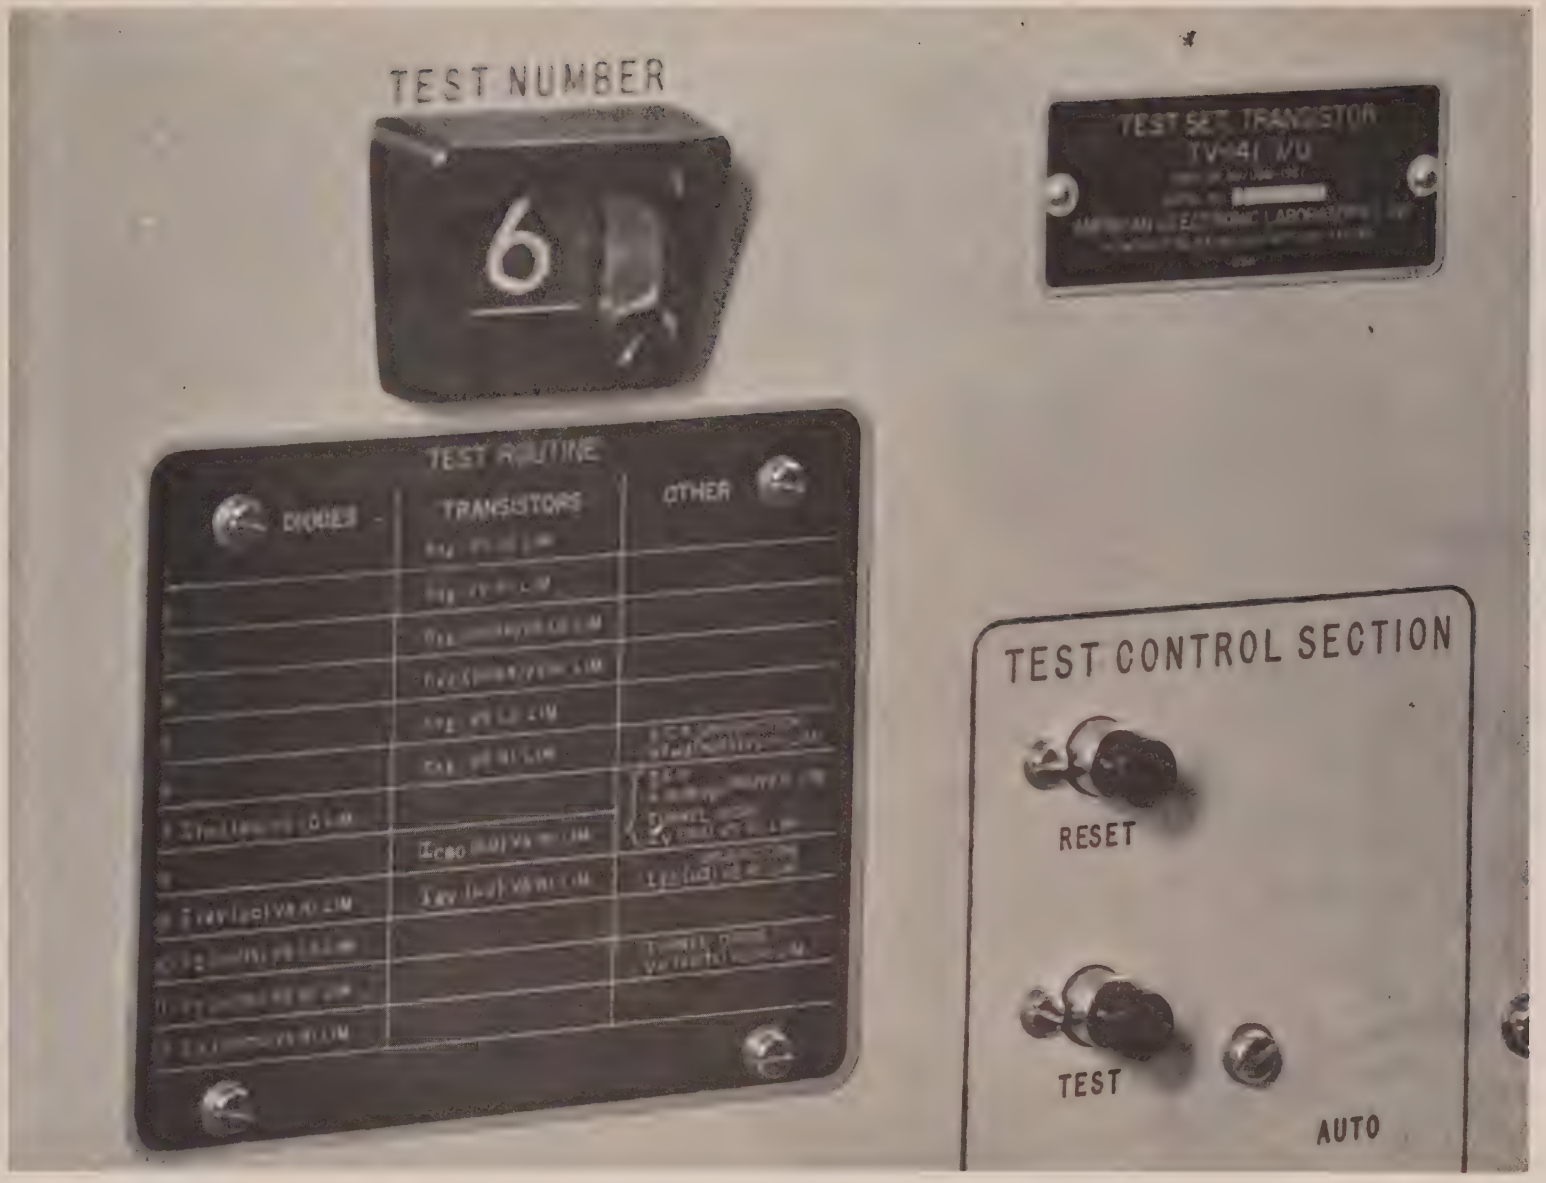

Figure 2. Nameplate and Test Routine Plate
a. The nameplate, Figure 2, is located on the front panel at the top-center. The nameplate contains the nomenclature and designator for the Transistor Test Set, the serial number, contract number and name of manufacturer.
b. The Test Routine plate, Figure 2, is located on the front panel at the left edge. The Test Routine plate tabulates the twelve (12) test positions vs. what type of test is performed for diodes, transistors and other semiconductor types.